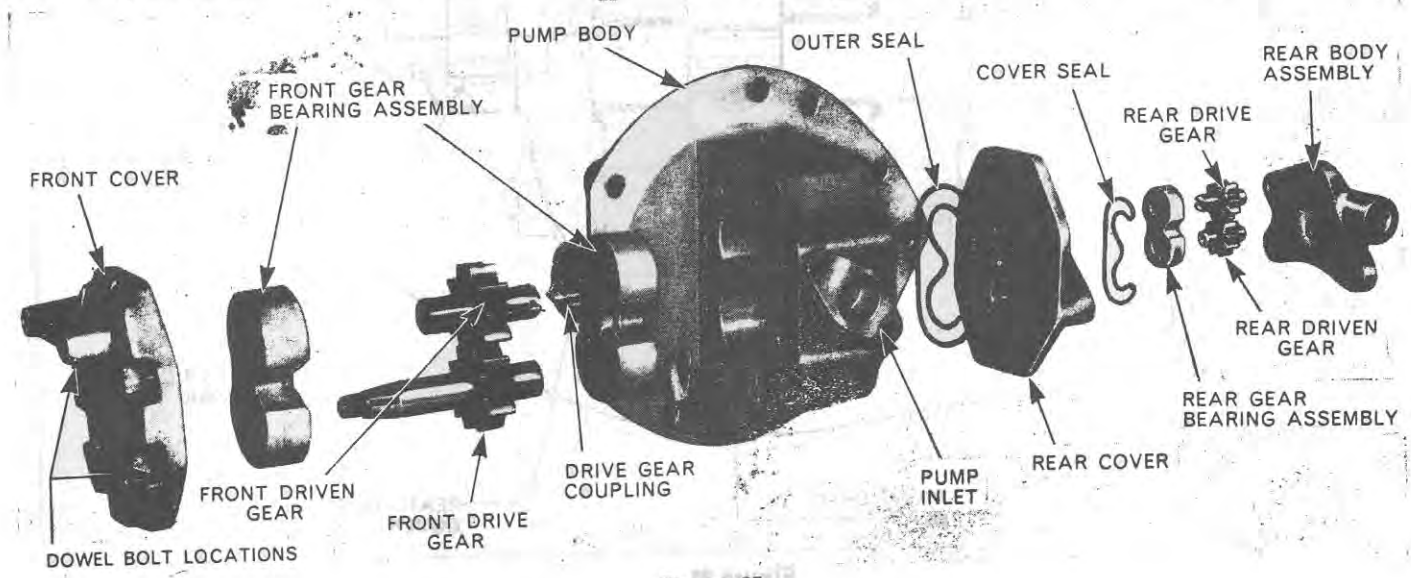

Figure 95
On entering the larger pump the oil fills the spaces between the large gear teeth and is carried around the housing, by the closely fitting gears, Figure 95, to the point where the teeth in the two gears come into mesh. The oil is then thrust out between the teeth and delivered through an outlet port to a passage formed in the pump flange. This passage is connected to a vertical drilling in the rear axle centre housing which leads to the hydraulic lift. The high pressure oil is directed past a spring-loaded relief valve which is set to blow off at a pressure of 2650 p.s.i. (186·3 kg./sq. cm.) and so prevent damage should the pump be overloaded.
An exploded view of the hydraulic pump is shown in Figure 95.
4. Remove the nuts, spring washers and through bolts retaining the two end covers. Note that two of these bolts are dowel bolts retaining the front cover and rear body to the pump body and are machined to very fine limits. These bolts, which are identified by a letter 'D' stamped on their heads, should not be mixed with the other retaining bolts, Figure 95.